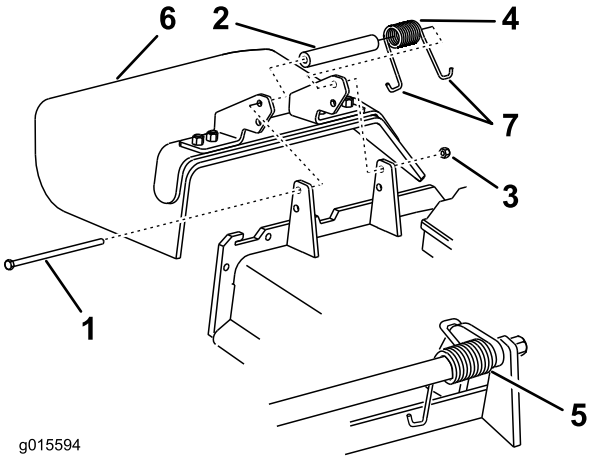

Figur 89
1. Fjern låsemøtrikken, bolten, fjederen og afstandsklodsen, som fastgør græsdeflektoren til akselbeslagene (Figur 89). Fjern den beskadigede eller slidte græsdeflektor.
Bemærk: Sørg for, at en af fjederens **J**-formede ender sidder bag skjoldets kant, før bolten monteres som vist i Figur 89.
3. Monter bolten og møtrikken. Placer en af fjederens **J**-formede ender omkring græsdeflektoren (Figur 89).